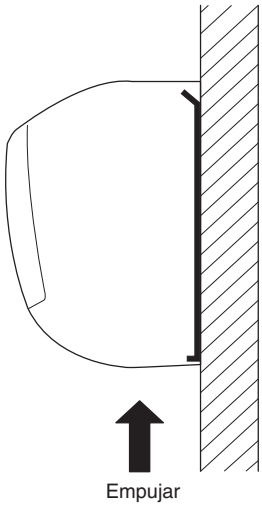

Fig. 3-33
(3) Presione las 2 △ marcas de la parte inferior de la unidad interior y desenganche las lengüetas. A continuación, levante la unidad interior y proceda a su desinstalación. (Fig. 3-33)